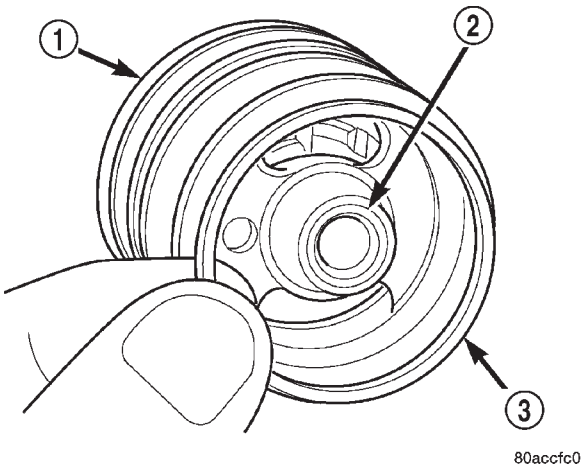

Fig. 31 Stub Shaft Cap O-Ring
(4) Install O-rings and teflon rings over the O-rings on valve body.
(5) Install O-ring into the back of the stub shaft cap (Fig. 31).
(6) Install stub shaft and valve assembly in the housing. Line up worm shaft to slots in the valve assembly.
(7) Install thrust support assembly.